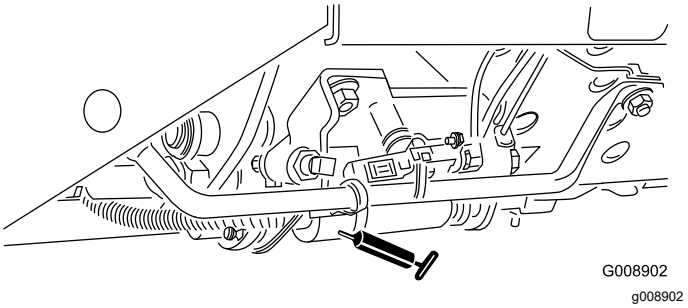

Figur 53
- Skjutreglage för klippning/transport (Figur 53)